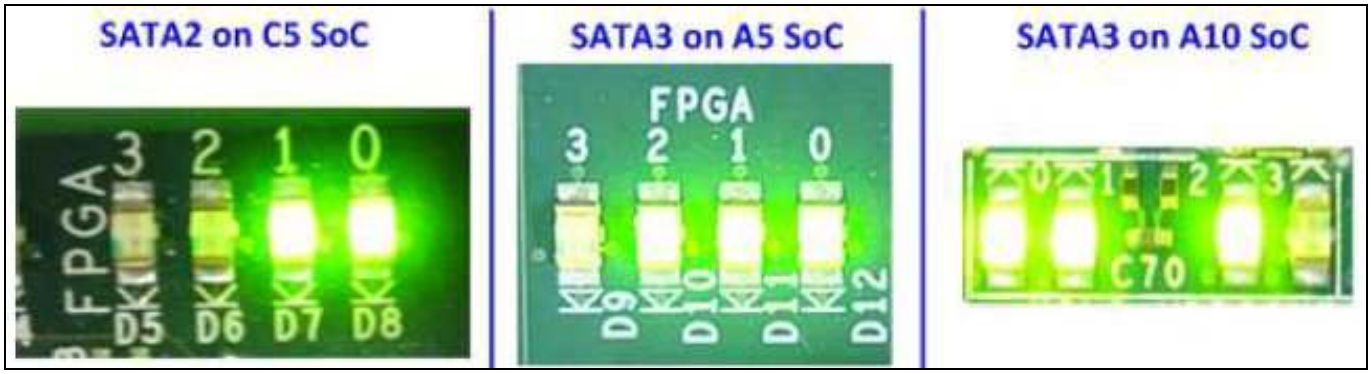

図 2-9: システム軌道後の LED 状態
- FPGA 評価ボード上の LED を確認し、図 2-9 に示すように LED0-1 が点灯し LED2 は SATA 速度に応じた発光状態であることを確認します